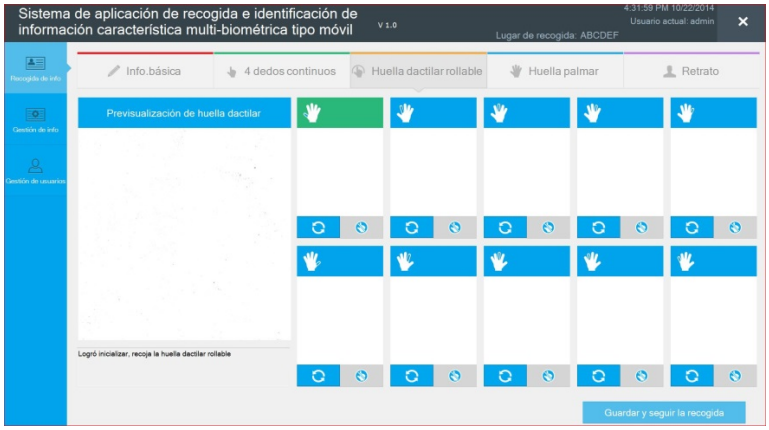
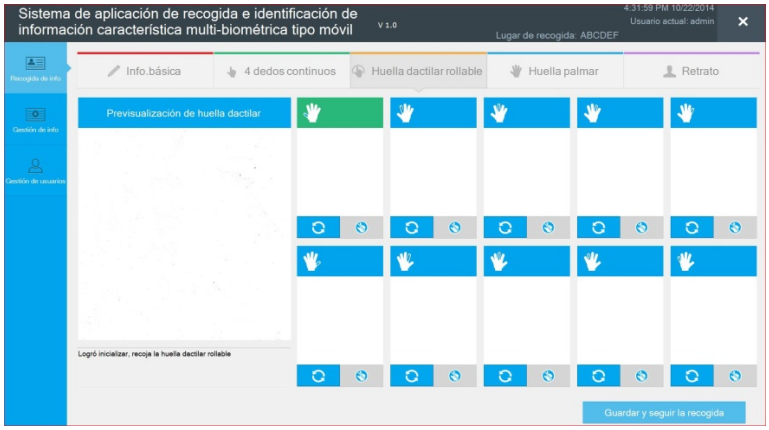

Figure 5.3.1.1
Figure 5.3.2.1
, and enter to rolling finger-print collection interface (as shown in figure 5.3.1.1).
2.The collected rolling finger-print in the interface as shown in figure 5.3.1.1, according to diagram indication, it is to collect from thumb of right hand. The green frame is current awaiting collection finger position. If it collects the thumb of right, the diagram indicates (as shown in figure 5.3.2.1).